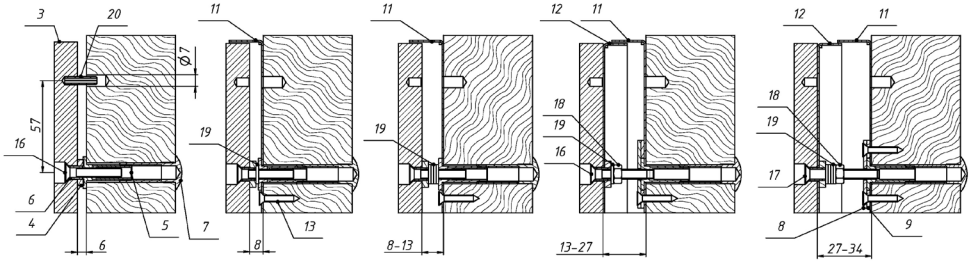

Рисунок 7
5.7 При расстоянии от якоря до полотна двери 6 мм (рисунок 7) необходимо сверлить отверстие под штифт диаметром 7 мм. Для других размеров фиксация от поворота якоря осуществляется кожухом (11), фиксированным саморезами (13).